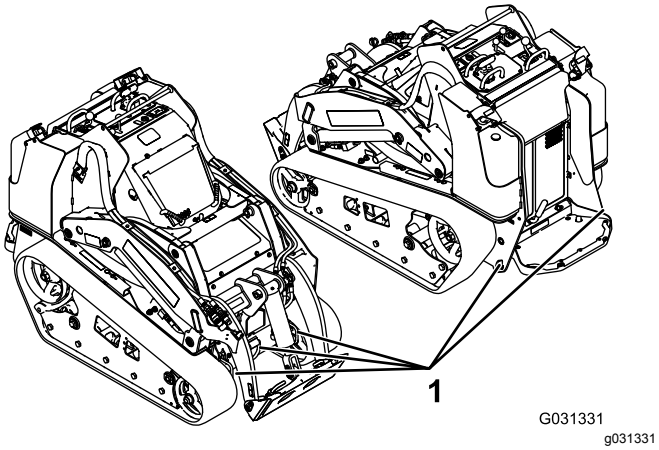

Rysunek 36
8. Zamocuj maszynę do przyczepy lub ciężarówki za pomocą pasów, łańcuchów lub lin, mocując je do metalowych uch na maszynie (Rysunek 36). Zastosuj się do obowiązujących przepisów określających wymogi dotyczące mocowania maszyny.
Maszynę można unieść za pomocą uch mocujących/do podnoszenia, stanowiących punkty podnoszenia podane na Rysunek 36.